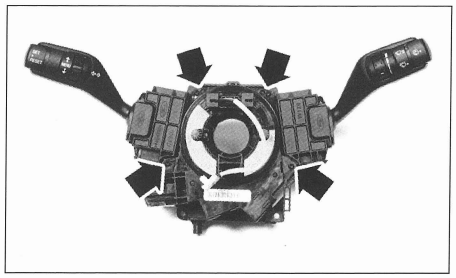

FIG. 4
- el contactor giratorio (fig. 4) después de haber inmovilizado el muelle en una parte fija del contactor (con cinta adhesiva).